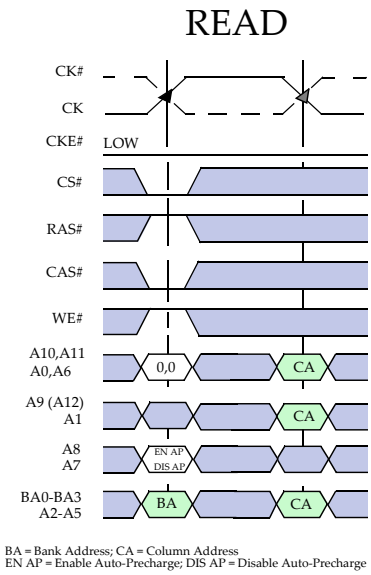

Figure 58: READ Command
A READ burst is initiated with a READ command as shown in Figure 58. The bank and column addresses are provided with the READ command and auto precharge is either enabled or disabled for that access with the A8 address. If auto precharge is enabled, the row being accessed is precharged at the completion of the burst after t_{RAS}(min) has been met. The length of the burst initiated with a READ command is eight and the column address is unique for this burst of eight. There is no interruption nor truncation of READ bursts.
3. EDC may be on or off. See Figure 58 for EDC Timing.